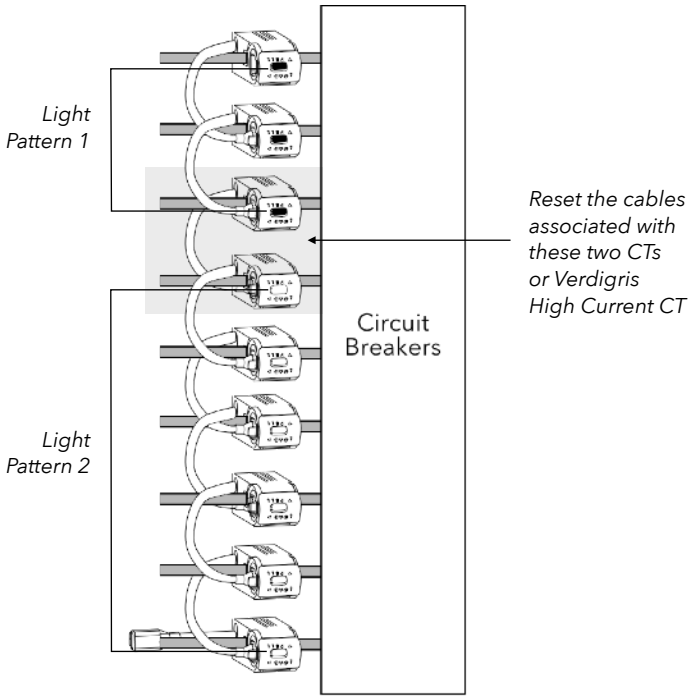

Fig 29
3. A broken, unplugged, or poorly seated CT or Verdigris High Current CT Interface Module cable will cause a difference in the flashing light patterns on the broken sensor chain. The point at which the light pattern differs indicates the area of the chain break. *Fig 29* shows an example of these differing light patterns. The possible light patterns displayed by the CT/Verdigris High Current CT Interface Modules are: On, Off, or Blinking.